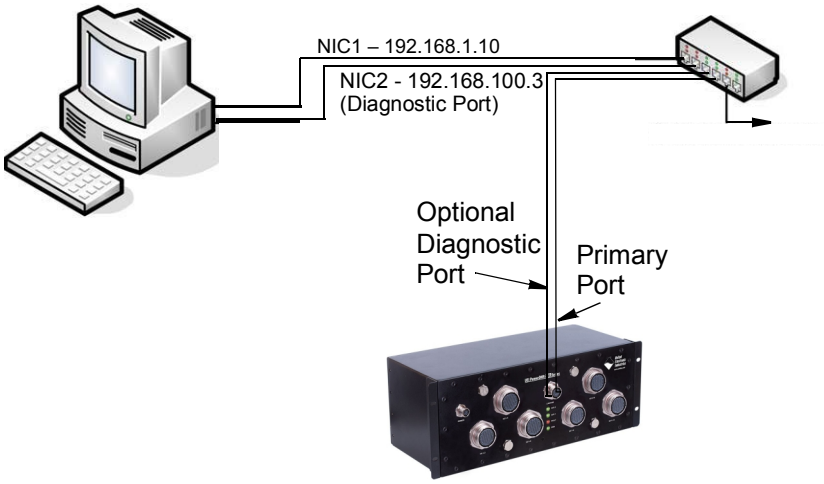

Figure 4-6. Typical Configuration for a DNR-MIL with a LAN Switch
STEP 7: The system should now be configured as shown in **Figure 4-6** (assuming NIC1 was already configured). The host NIC2 IP is 192.168.100.3, and the DNR-MIL-x NIC2 diagnostic port is 192.168.100.2.